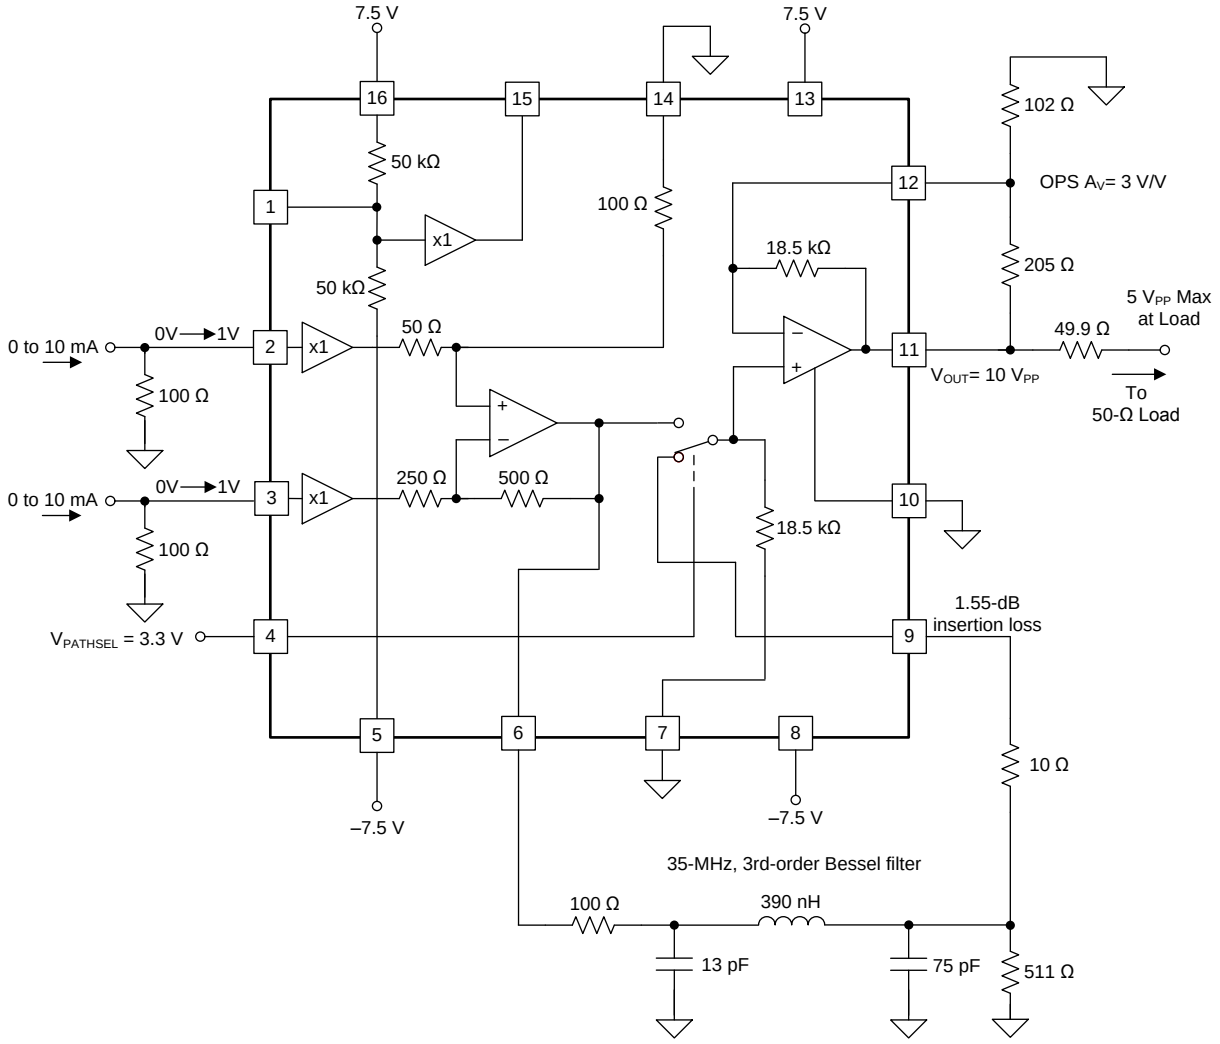

Figure 100. Driving a 10-V_{PP} Pulse Output into a 100-Ω Load With a 35-MHz External Interstage Bessel Filter
Figure 100 shows an example design using the THS3215 to deliver a 10-V_{PP} maximum voltage from a DAC input, and includes an example external, third-order, interstage Bessel filter. Some of the salient considerations for this design include:
5. For 10-V_{PP} maximum output, the ±7.5-V supplies shown in Figure 100 give adequate headroom in the OPS output stage. The operating maximum supply of 15.8 V requires a 5% tolerance on these ±7.5-V supplies.